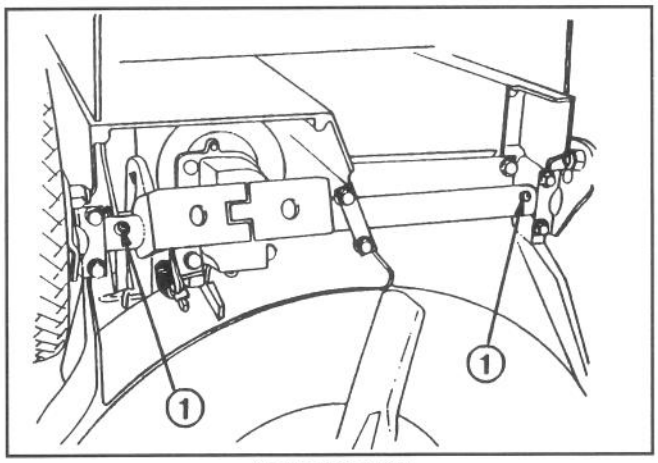

Abbildung 25
3. Den Mäher auf die höchste Schnitthöhe einstellen (E).
4. Den Mäher nach rechts kippen. Alle Schmiernippel mit einem Lappen sauberwischen (Abb. 25). Eine Fettpresse ansetzen und in jeden Nippel zwei bis drei Hübe Mehrzweckfett #2 auf Lithiumbasis einpressen.